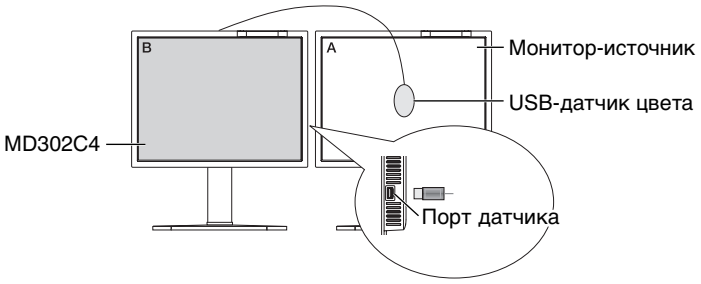
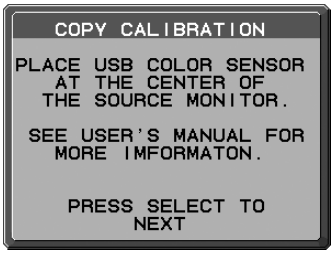

**Рисунок C.1**
**Рисунок C.4**
1. Для того, чтобы показать меню CALIBRATION, вставьте USB-датчик цвета в порт датчика (**Рисунок C.1**) или выберите в расширенном меню опцию STAND ALONE CALIBRATION (АВТОНОМНАЯ КАЛИБРОВКА) (стр. 27).
4. Для выполнения данной процедуры необходимо поместить USB-датчик цвета в центр панели дисплея (**Рис. C.4**). Наклоните панель дисплея примерно на 5° назад и поместите USB-датчик цвета в центр панели дисплея (**Рис. C.1**).